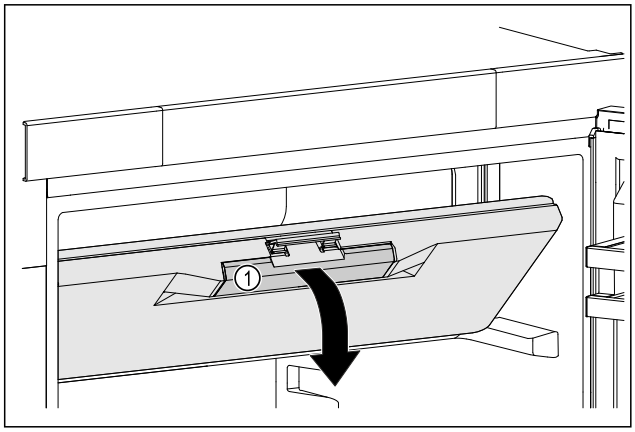

Fig. 27
▶ Prindeți ușa compartimentului de congelare de mânerul încastrat *Fig. 27 (1)*.